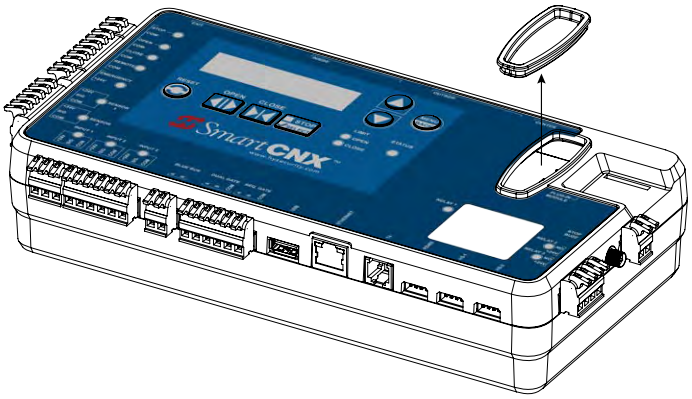

Figure 57. Remove OXI Receiver Cover
2. Remove the rubber plug or OXI receiver from OXI receiver slot (Figure 57).